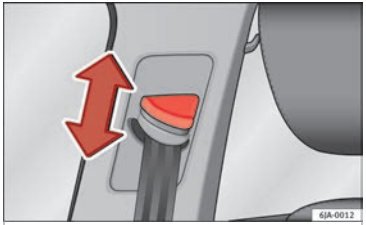

Fig. 80 Location of the belt height adjuster.
– Press the upper part of the shoulder belt guide and hold it in this position **›› Fig. 80**.